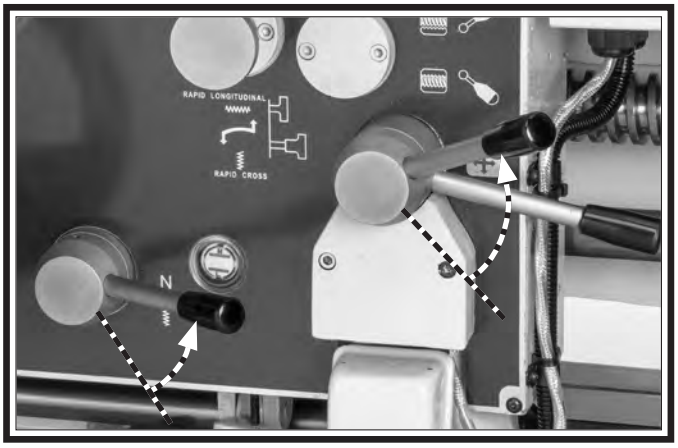

Figure 24. Power feed and half nut levers.
10. To ensure carriage or cross slide do not unexpectedly move during test run, pull up on half nut and power feed ON/OFF levers (see **Figure 24**).